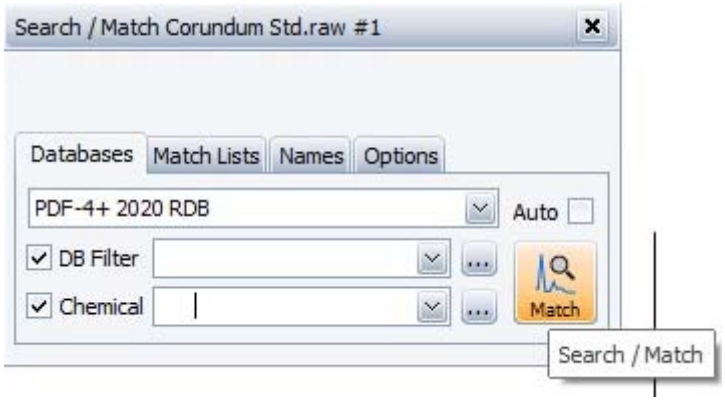

Figure 12. Search/Match #2
5. Click Search/Match after confirming that the correct database is selected. In this example the database PDF-4+ 2020 RDB is selected. (Figure 12)